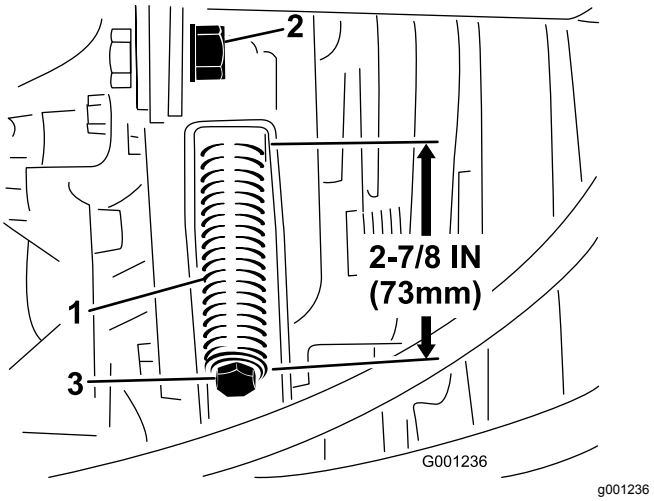

Figur 76
3. Løsn spændstangens kontramøtrik (Figur 76).
4. Brug en 1/2-tommes nøgle til at stramme eller løsne tilspændingsfjederen (Figur 76). Juster fjederlængden til 273 mm.
4. Brug en ½"-nøgle til at løsne tilspændingsfjederen (Figur 76) helt.
6. Monter kraftudtagets nye rem, og spænd remskivens fjeder til en længde på 73 mm (Figur 76).
7. Spænd kontramøtrikken (Figur 76), og luk motorhjelmen.